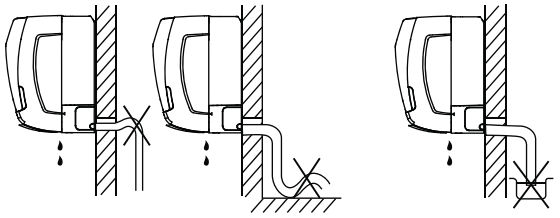

Fig. 7 — Condensate Piping, Poor Installation
- DO NOT install any U bends or dump condensate line in a sump filled with water. See Fig. 7.